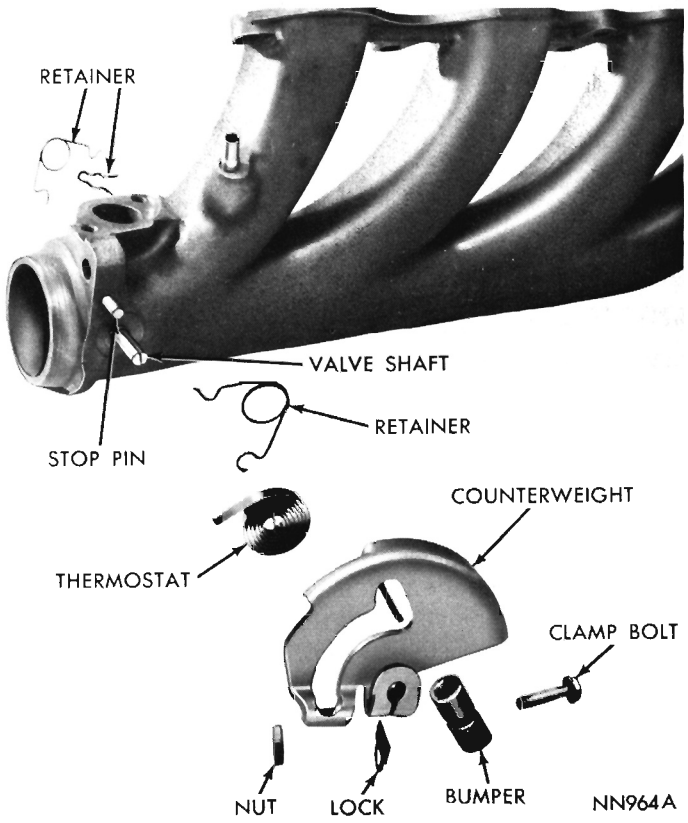

Fig. 27—Heat Control Valve—Disassembled (426 Hemi Engine)
(1) Remove counterweight from outer end of valve shaft by loosening clamp bolt (Fig. 27).
(2) Unhook thermostat from stop pin and slide from valve shaft slot.
(3) If fabric bumper on counterweight is worn, it may be replaced by sliding it off the tab and sliding on a new one.
(1) Be sure shaft retainers (Fig. 27) are in place in grooves in valve shaft and stop pins. Then, turn shaft in the extreme **counterclockwise** position.